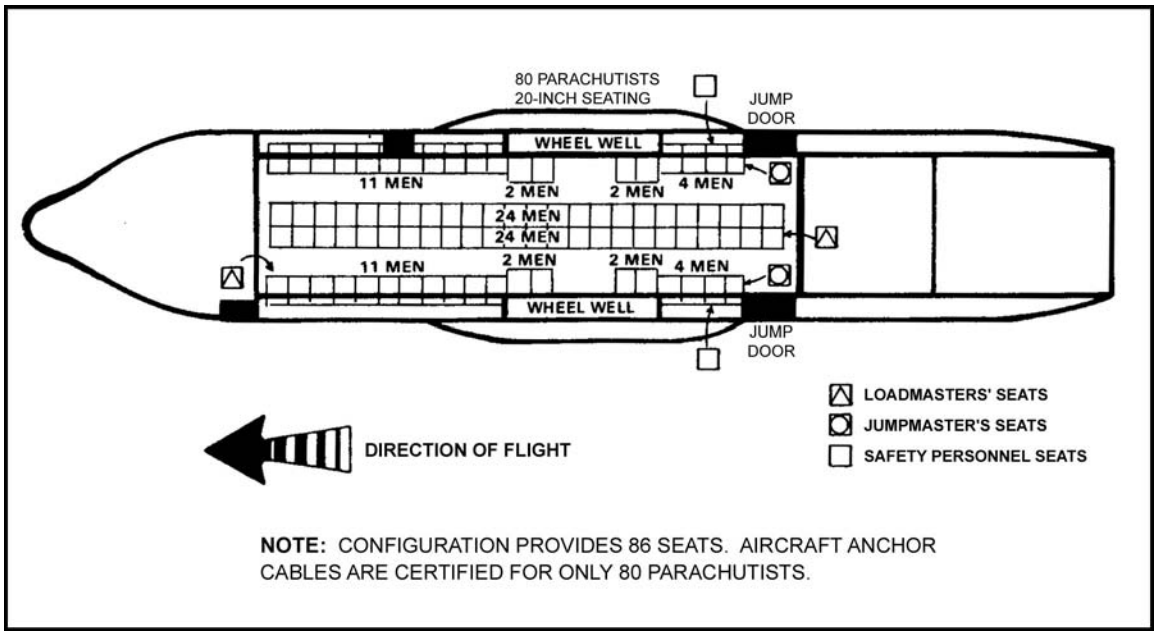

Figure 16-7. C-130 combat concentrated load.
b. **Loading Procedures and Seating Arrangement**. The aircraft is configured to provide 19 outboard seats and 21 inboard seats with seat belts installed on 20-inch centers (Figure 16-7).